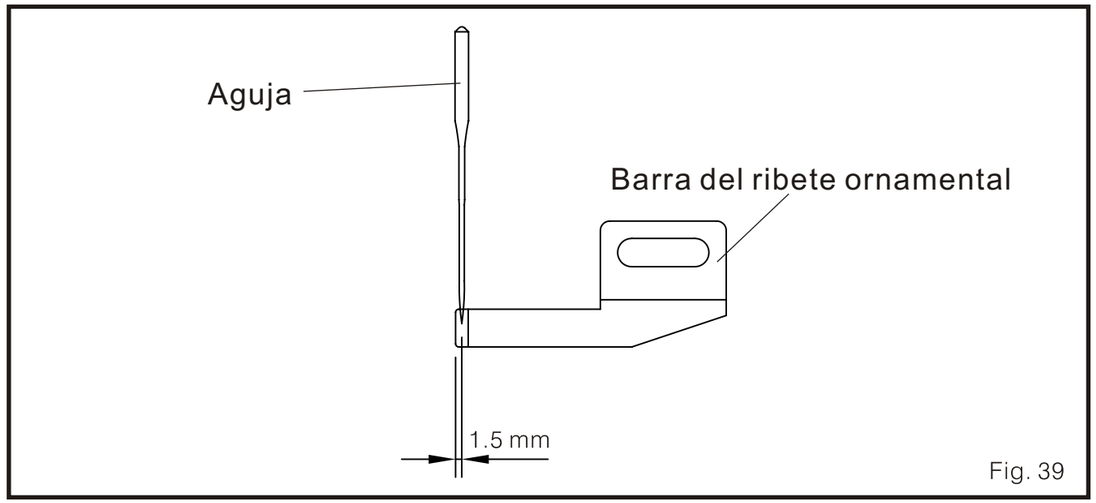

Fig. 39
1. Temporizador de la barra del ribete ornamental: Cuando la barra del ribete ornamental se detenga en el punto muerto izquierdo, El centro de la aguja que este mas a la derecha debe estar de 1.5 1.8 mm del centro de la barra. (Fig. 39)